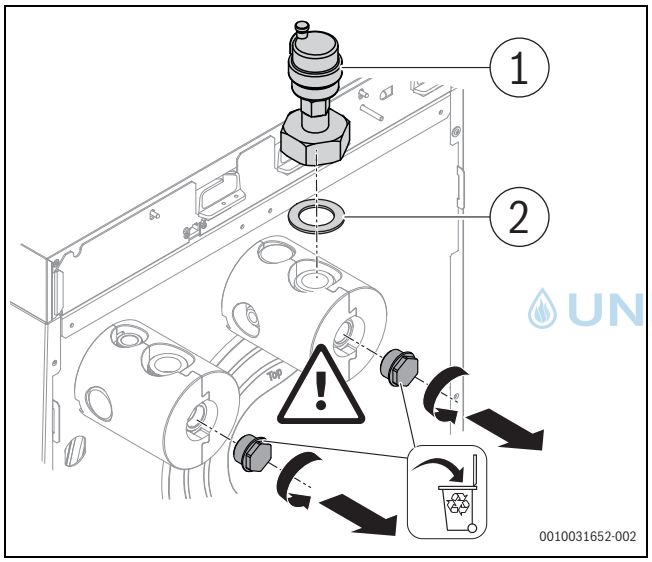

Bild 4 Montage Automatischer Entlüfter
- Automatischer Entlüfter für den Wärmepumpenkreis (installiert am Rücklaufanschluss des Kessels, → Bild 4)